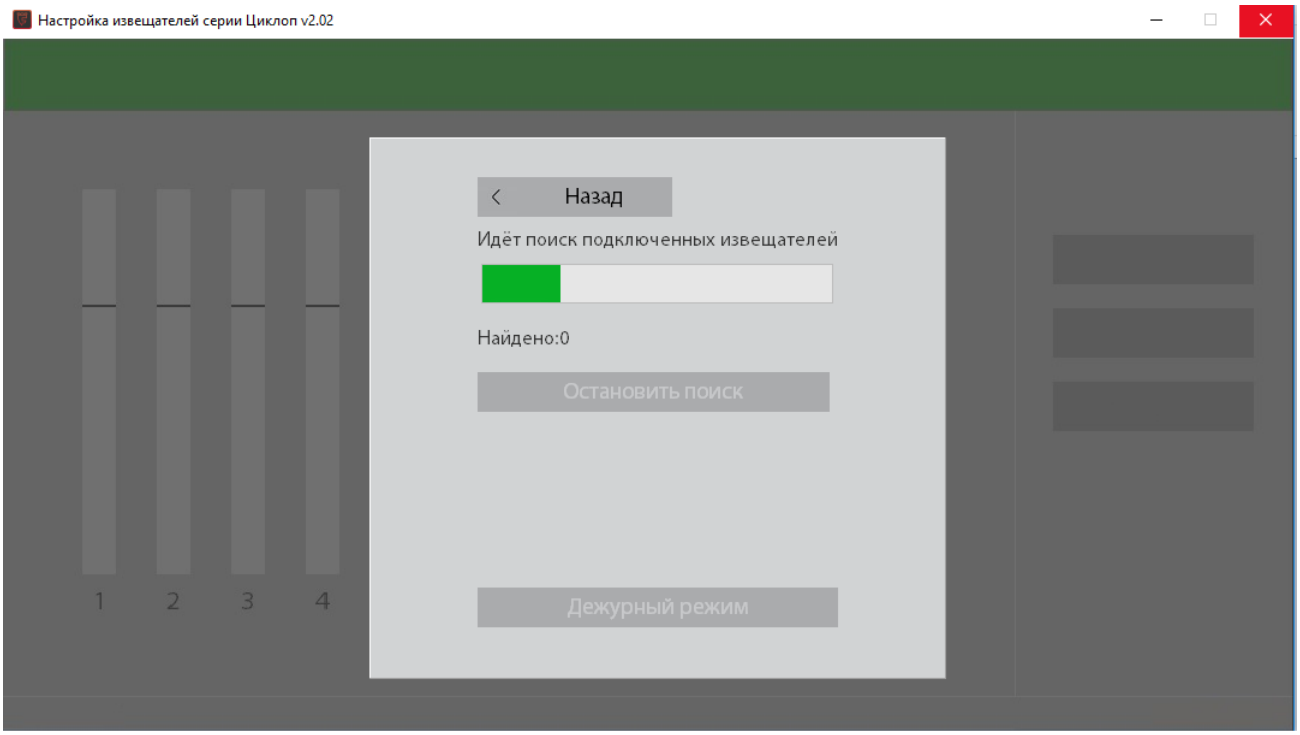

Рисунок 2.8
2.4.2.4 При выборе автоматического способа поиска извещателей поиск начнётся автоматически (рисунок 2.8).